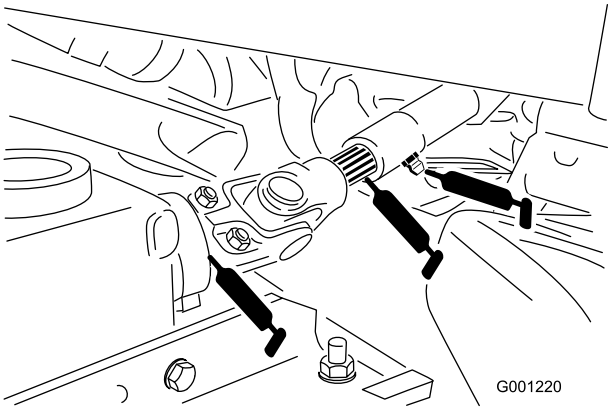

**Figuur 37**
- Universele aftakas (Figuur 37)